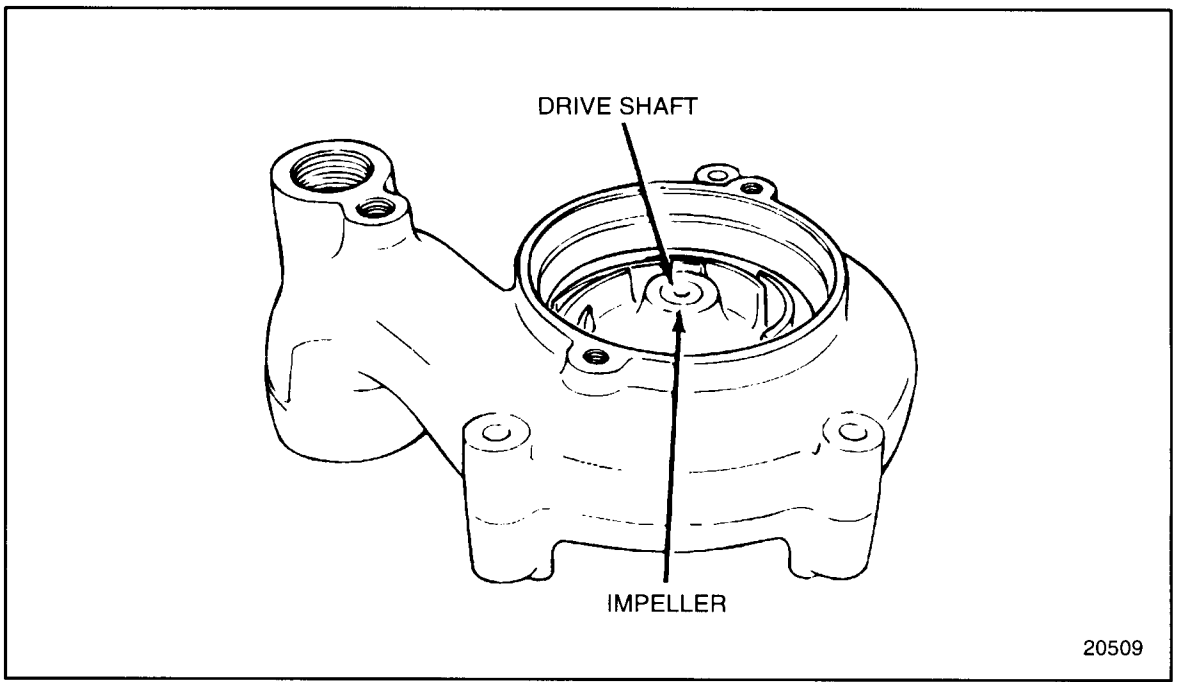

Figure 4-59 Water Pump Impeller Location (FM)
20. Press the impeller on until it is flush with the end of the drive shaft. See Figure 4-59.